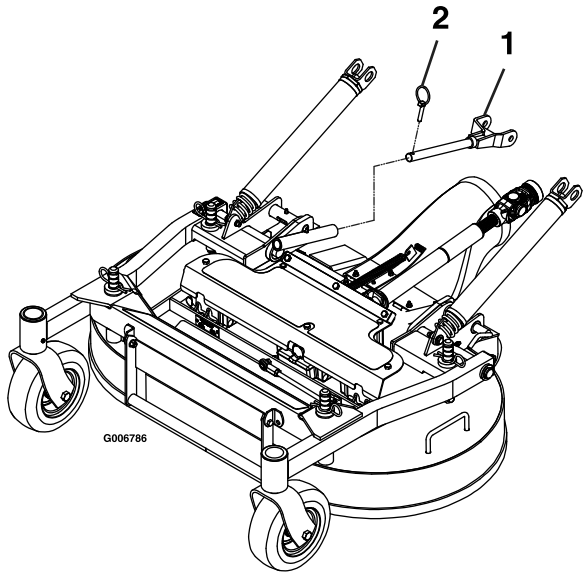

Bild 76
6. Entfernen Sie den Klappstecker vorne an den Schubarmen an beiden Seiten der Maschine (Bild 76).
6. Befestigen Sie die Schubarme mit den Klappsteckern an der linken und rechten Seite der Maschine (Bild 76).